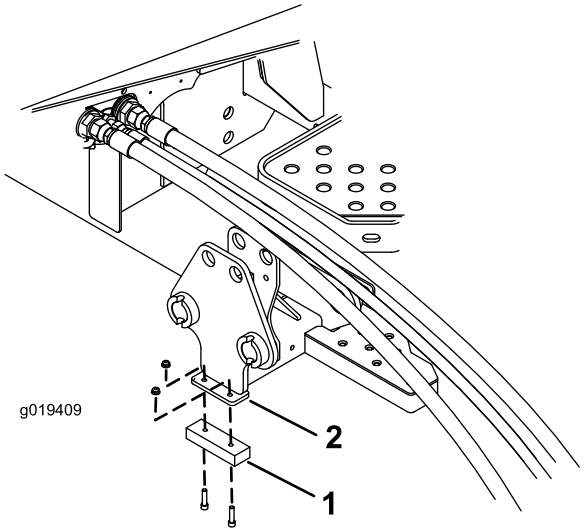

Figura 5
3. Instale um pára-choques à parte inferior do suporte com (2) parafusos e porcas de 1/4 pol. (Figura 5).